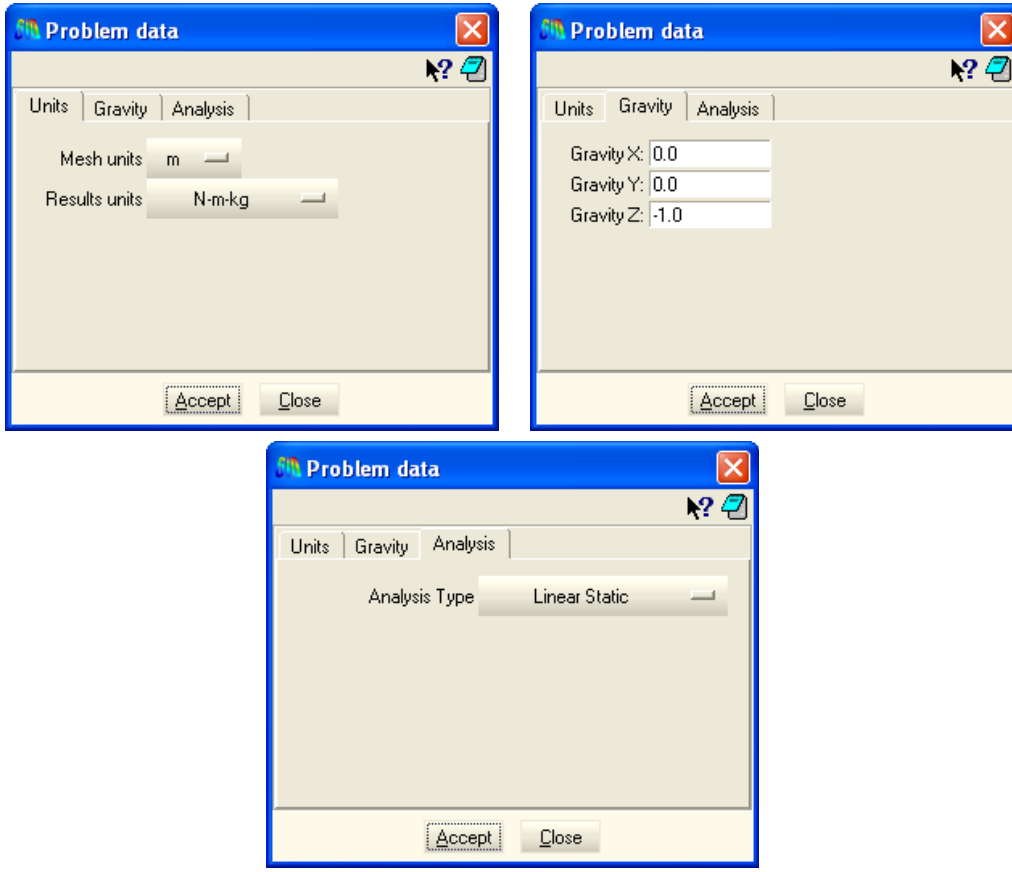

*Figure 18. The **Problem Data** window*
10. Choose the **Problem Data** option from the **Data** menu. The **Problem Data** window appears (Figure 18). In the **Units** card, make sure that **Mesh units** is set to **m**, and that **Results units** is set to **N-m-kg**. In the **Gravity** card, we can change the direction in which gravity acts. Leave this as the default value (**Z direction**). Press **Accept Data** to finish.